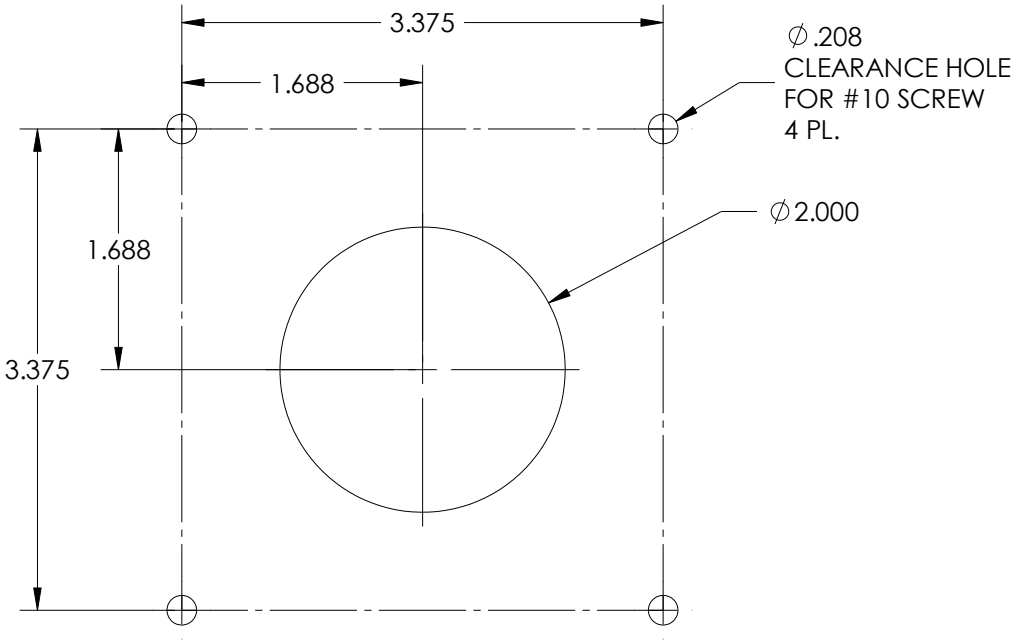

Figure 10 - Command & Control Center Mounting Pattern
a. Create hole pattern as shown in Figure 10.